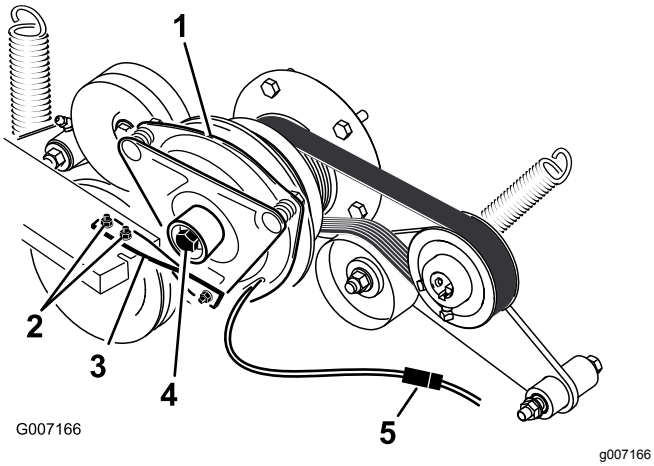

Bild 64
6. Schließen Sie den elektrischen Anschluss für die Kupplung ab (Bild 64).
7. Nehmen Sie die zwei Schrauben ab, mit denen der Gummikupplungsriemen am Mäherrahmen befestigt ist (Bild 64).
ist, und entfernen Sie die Kupplung und den Schlüssel (Bild 64).
15. Halten Sie die Kurbelwelle an das Heck der Maschine und setzen Sie die mittlere Schraube ein. Ziehen Sie sie mit 68 N·m an (Bild 64).
16. Befestigen Sie den Gummikupplungsriemen mit den zwei vorher entfernten Schrauben und Muttern am Mäherrahmen (Bild 64).
18. Stecken Sie den elektrischen Anschluss für die Kupplung ein (Bild 64).